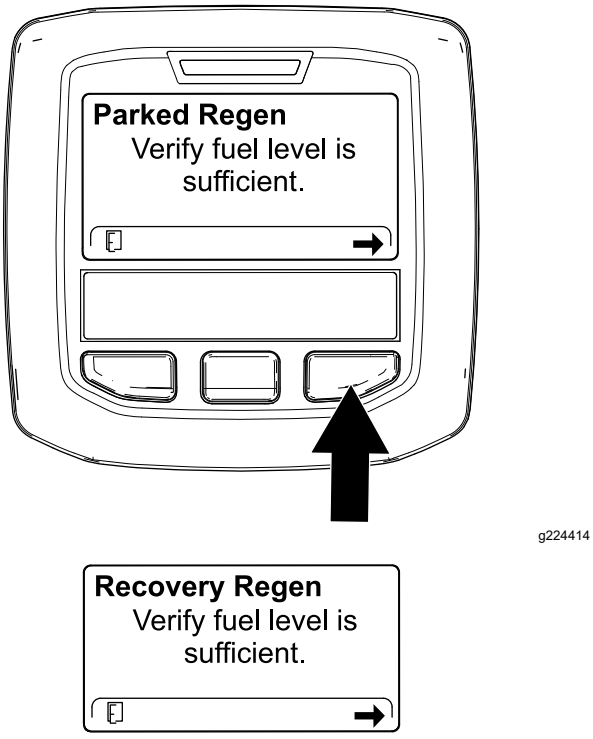

Figur 61
2. Kontrollera via skärmen KONTROLLERA BRÄNSLENIVÅ att minst en fjärdedel av tanken är fylld om du ska utföra en parkerad regenerering eller att den är minst halvfull om du ska utföra en återhämtningsregenerering och tryck sedan på högerknappen för att fortsätta (Figur 61).